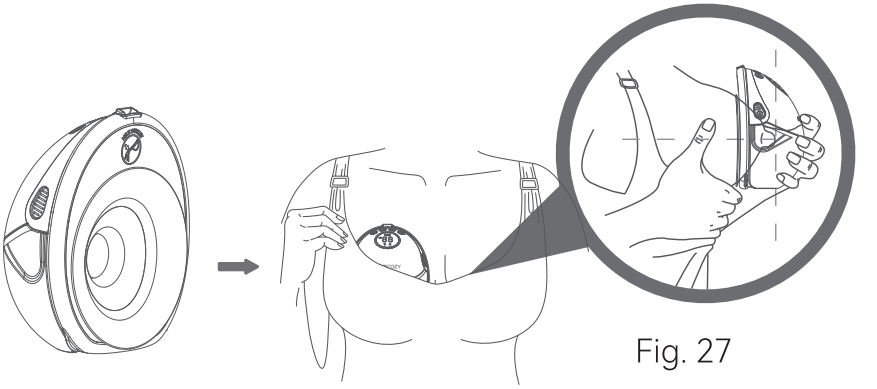

Fig. 27
a. Prima di cominciare a estrarre il latte, assicurarsi che il tiralatte aderisca saldamente al seno senza lasciare spazi vuoti (Fig. 27).